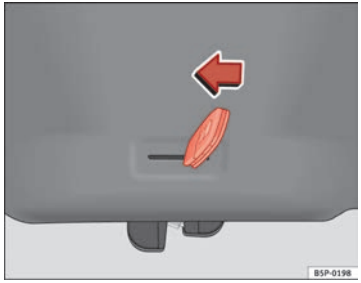

Fig. 68 Tailgate: emergency open
– Insert the key in the groove and unlock the locking system, turning the key from right to left, as shown by the arrow ⇒ fig. 68.